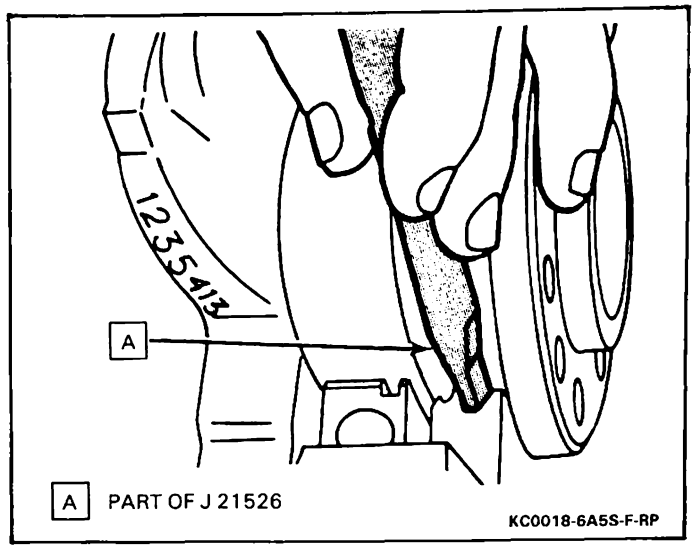

Figure 45 — Packing Seal into Block
Figures 45 through 47
1. Insert packing tool, part of J 21526, against one end of the seal in the cylinder block. Pack the old seal in until it is tight (Figure 45).